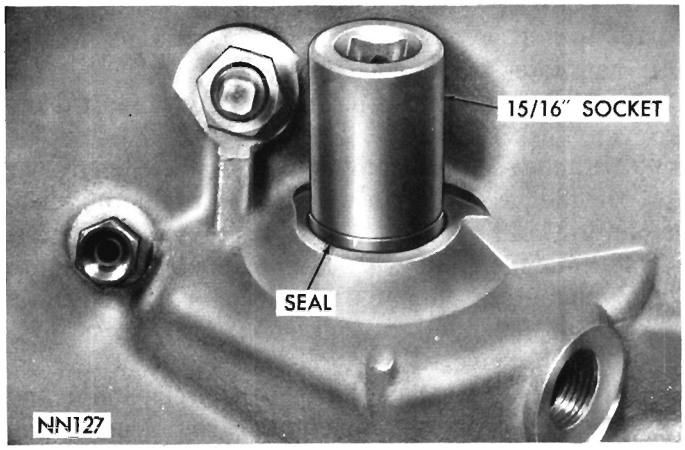

Fig. 37—Installing Valve Body Manual Lever Shaft Oil Seal
(8) Withdraw accumulator piston from the transmission case. Inspect piston for scoring, and rings for wear or breakage. Replace as required.
(9) If valve body manual lever shaft seal requires replacement, drive it out of the case with a punch.
(10) Drive a new seal into the case with a 15/16 inch socket and hammer (Fig. 37).